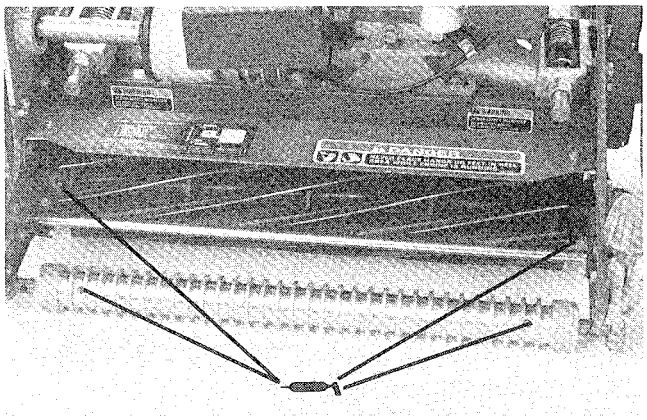
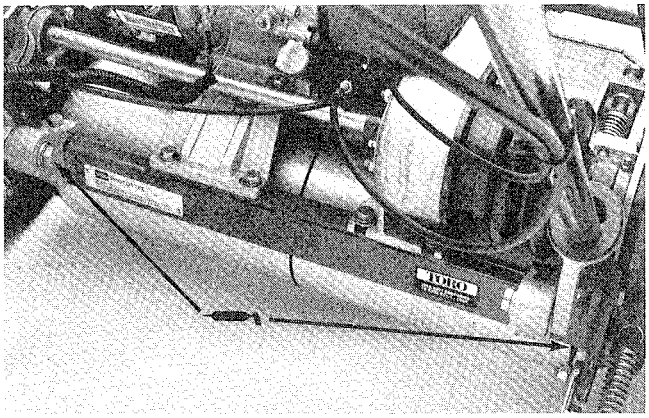
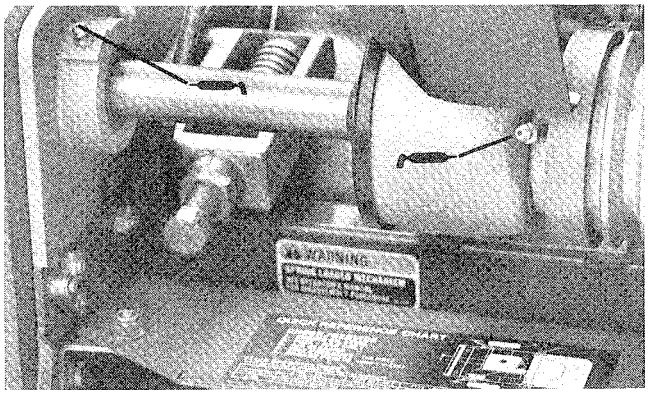
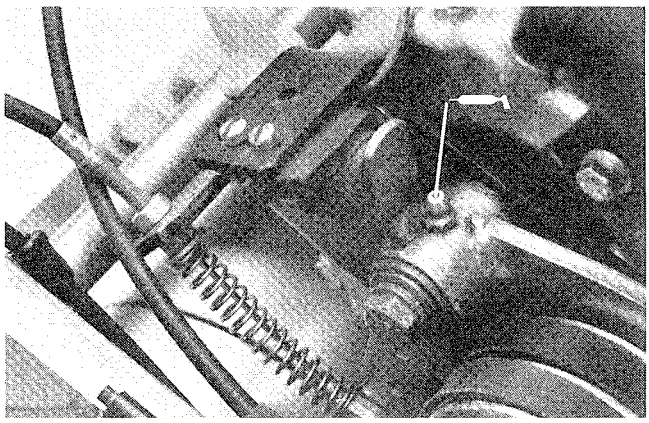

Figure 19
Figure 20
Figure 21
Figure 22
2. The grease fitting locations are: (2) on Front Roller (Fig. 19), (2) on reel bearings (Fig. 19), (2) on Drum Axles (Fig. 20), (3) on Differential (Fig. 20), (2) on Reel Countershaft Bearings (Fig. 21) and (1) on Belt Idler Pivot (Fig. 22).